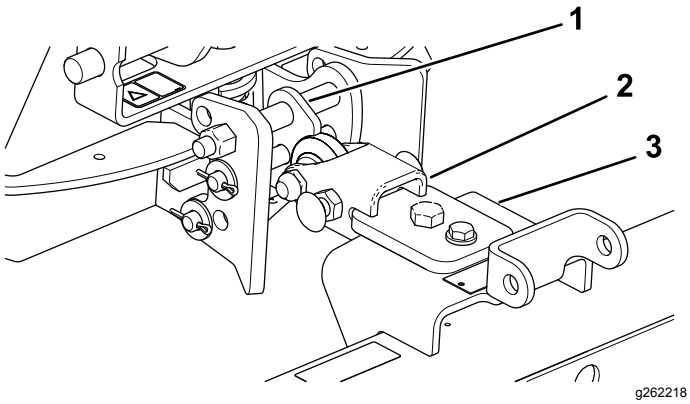

Figura 15
1. Monte el conjunto del enganche de manera que el lado angulado se encuentre en la parte superior (Figura 15).
2. Monte la barra de tracción en la parte superior de la barra de suspensión (Figura 15).